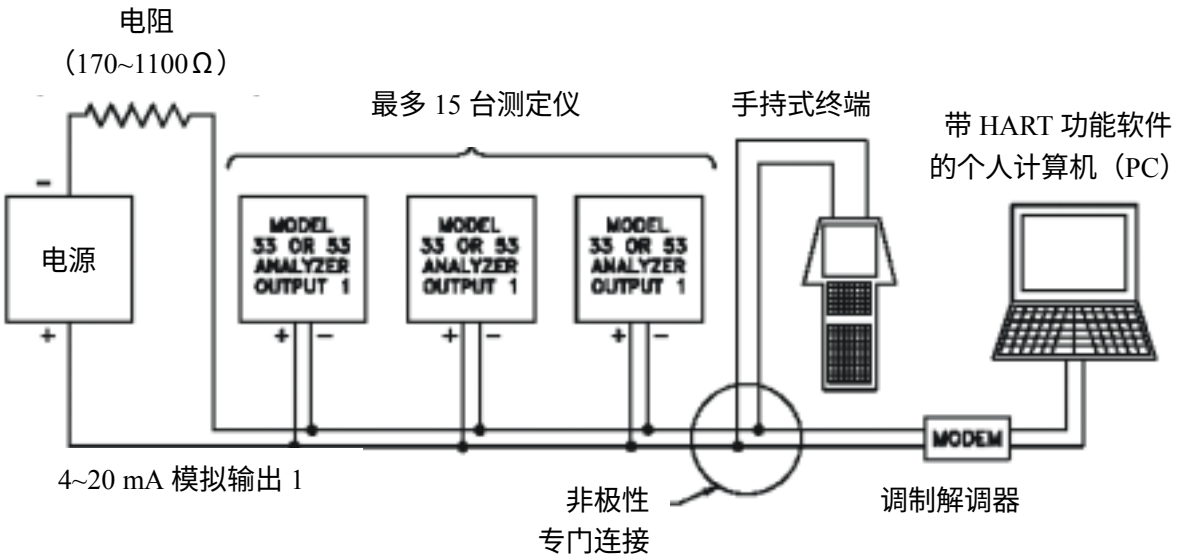

图 3-4 HART 多点模式接线图（用于多台测定仪网络）
2. 参见图 3-4 并行连接每台测定仪的 4~20 mA 模拟输出 1 信号到一根电缆上，如图所示匹配极性。